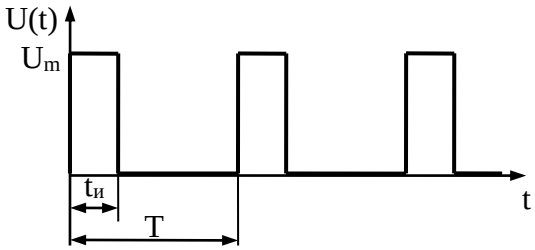

Рис. 3.
12. Определить максимальное U_m значение напряжения импульса по показанию α_U = 20 В вольтметра типа В7-26 (содержит преобразователь максимального значения с закрытым входом, шкала проградуирована в действующих значениях синусоидального напряжения), работающего в режиме измерения напряжения переменного тока, если на его вход подана периодическая последовательность прямоугольных импульсов длительностью $t_и$ = 1 мкс и периодом следования T = 100 мкс (рис. 3).